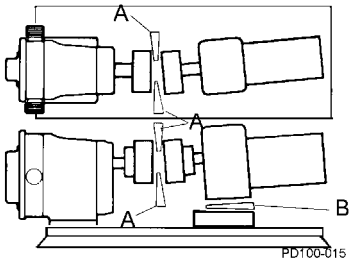

Figura 19 - Verifica dell'allineamento angolare
1. Utilizzando spessimetri o calibri conici (Figura 19, articoli A e B), verificare l'allineamento in quattro punti ogni 90 gradi intorno al giunto; **portarlo alla stessa dimensione in tutti i punti.**